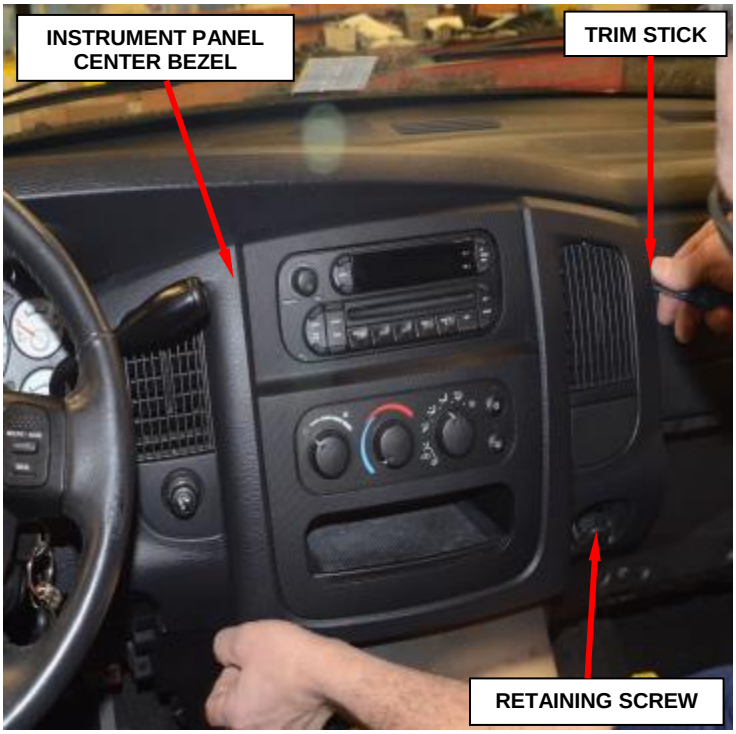

**Figure 5 – Instrument Panel Center Bezel**
c. Remove and save the retaining screw that secures the instrument panel center bezel to the instrument panel (Figure 5).
d. Using a trim stick, disengage the retainer clips that secure the instrument panel center bezel to the instrument panel (Figure 5).